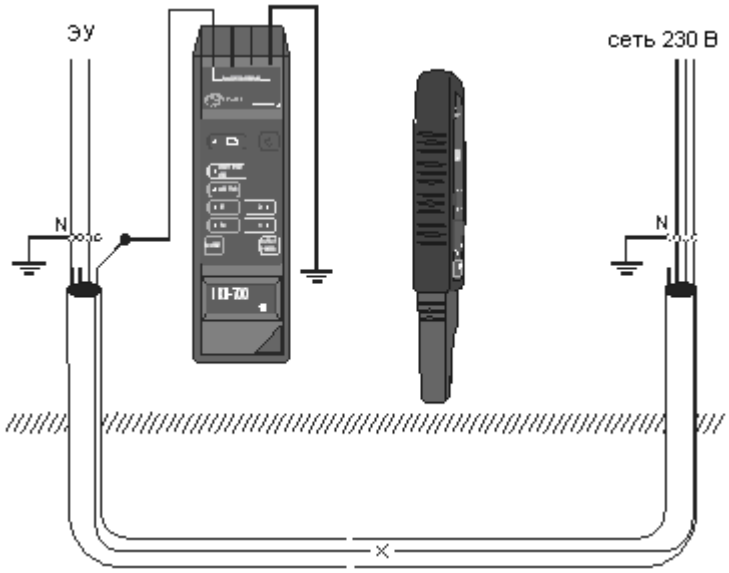

Рис.22 Поиск места повреждения в кабеле под землей под напряжением
- Отключить поврежденный проводник на щите (Рис.22);